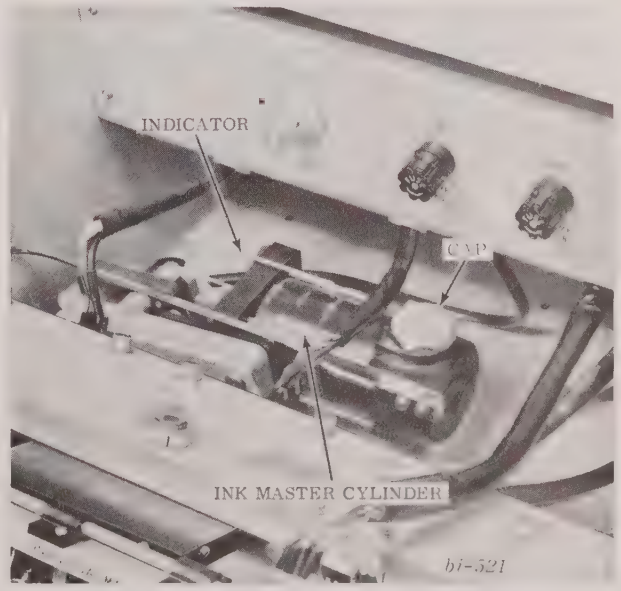

FIGURE 6-4 VERTICAL OSCILLOGRAPH INK MASTER CYLINDER
3. Unscrew cap from master cylinder (Figure 6-4 and 6-5).